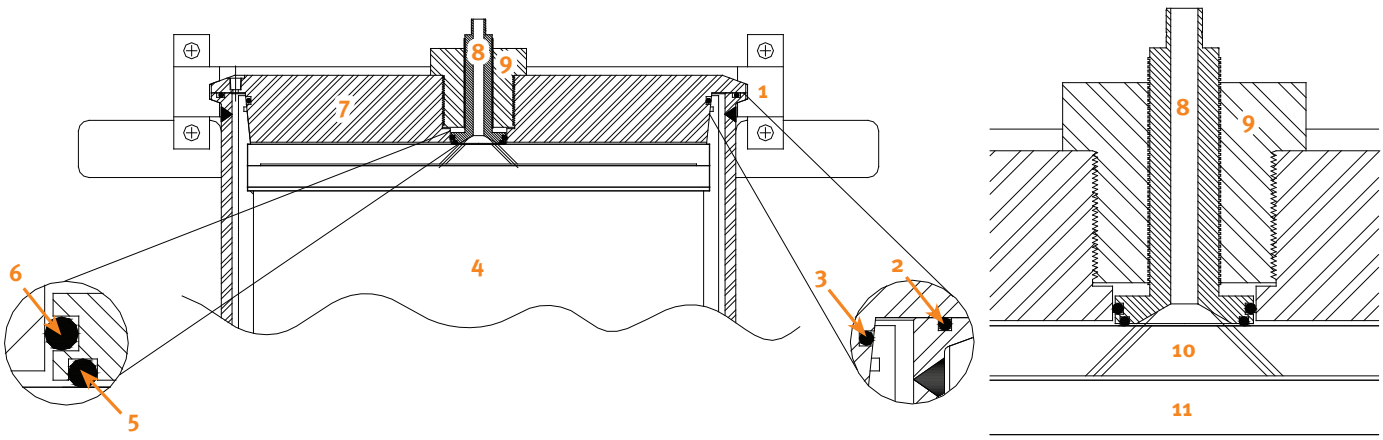

Figure 3. Cut-away view of the top head assembly (left) and expanded view of the cartridge seal adapter (right).
The head assembly includes a two piece stainless steel cartridge seal adapter with two Chemraz O-rings (A & B); see 5 and 6 in Figure 3. The cartridge seal adapter seals against the seal adapter plate when the face O-ring (A) is compressed. The radial O-ring (B) seals the adapter to the head.
The top and bottom head assemblies seal to a tapered surface on the cartridge and to the radial compression barrel with either Viton (as shipped) or EPDM (spares) O-rings (C & D); see 3 and 2 in Figure 3. These O-rings are non-product contact surfaces.
Inspect your O-rings before each run and replace any O-ring that shows signs of wear or damage or that leaks at your typical operating pressures. See Table 2 for part numbers and Figure 3 for location.